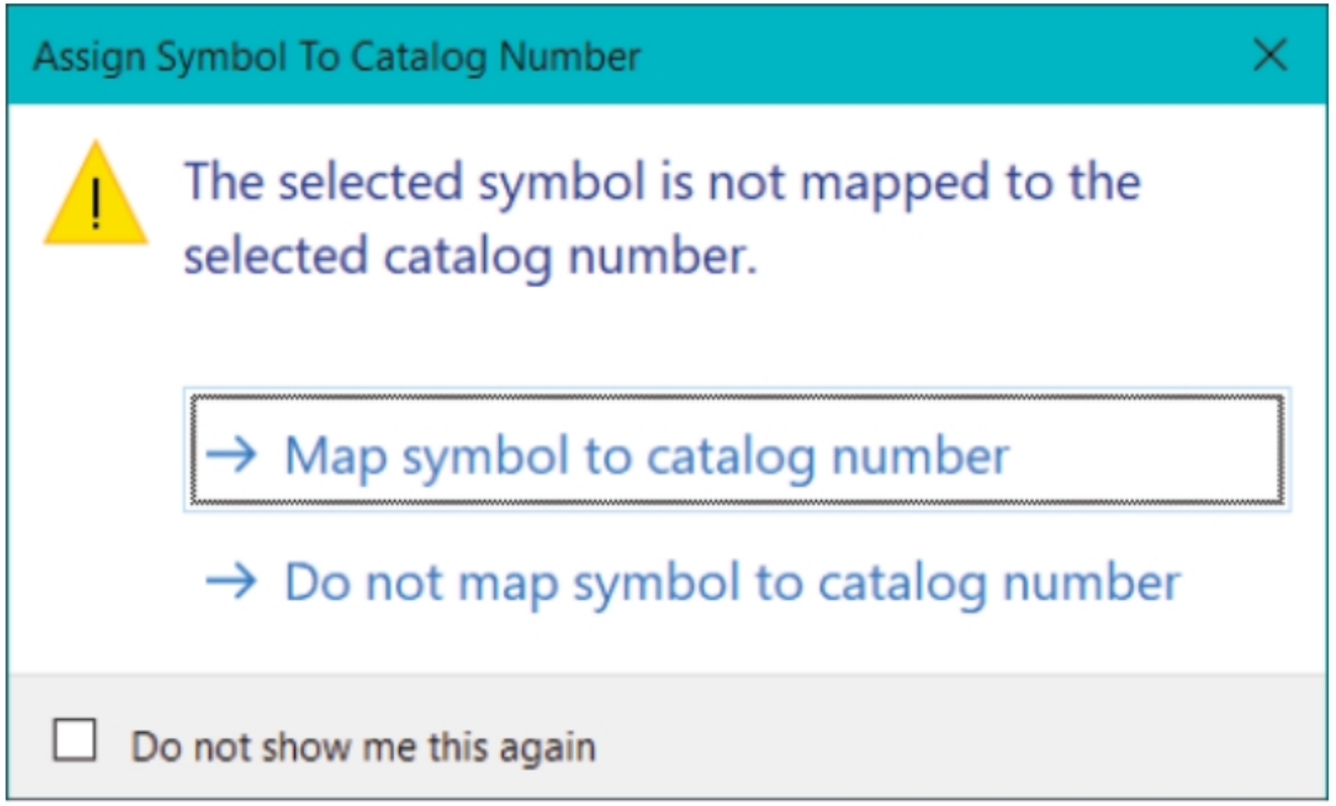

Figure-14. Assign Symbol To Catalog Number dialog box
- Click on the **OK** button from the dialog box. If the **Assign Symbol To Catalog Number** dialog box is displayed (refer to Figure-14) then click on the **Map symbol to catalog number** button from it.